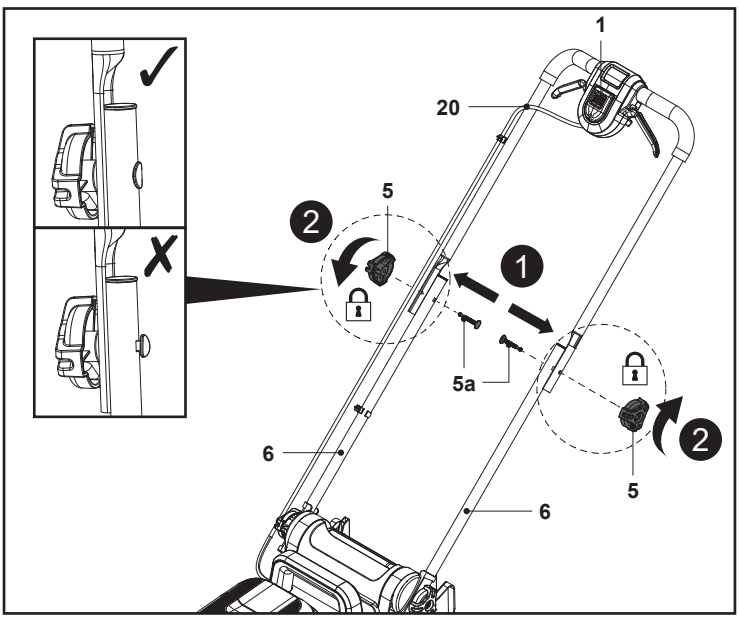

Fig. 3
1. Maintenir le guidon supérieur (4) de façon à ce qu'il soit positionné avec l'interrupteur de sécurité (1) orienté vers le haut.
2. Aligner les trous de montage du guidon supérieur (4) sur ceux des guidons inférieurs (6).
3. Faire passer les boulons de fixation (5a) dans les trous de montage jusqu'au bout (Fig. 3, étape 1).
4. Fixer le guidon supérieur (4) au guidon inférieur (6) en tournant le bouton de serrage (5) dans le sens horaire sur le filetage du boulon de fixation (5a) pour le serrer (Fig. 3, étape 2).
5. S'assurer que le cordon de commande (20) passe sur la partie supérieure du guidon supérieur (4) et du guidon inférieur (6).